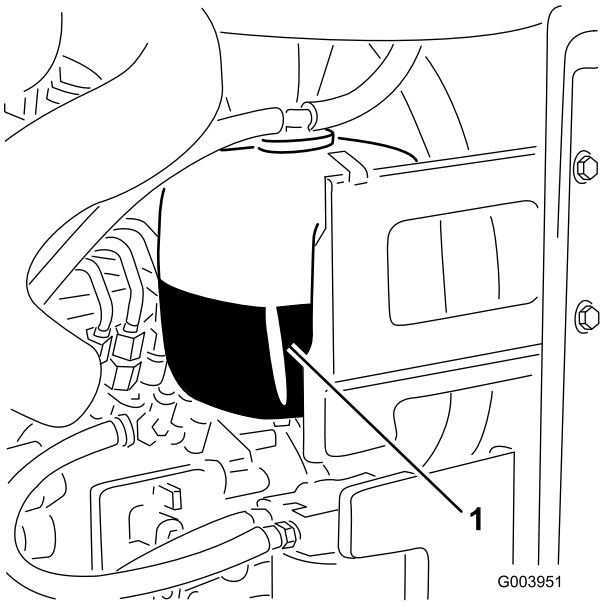

Figur 31
1. Kontrollera kylvätskenivån i expansionstanken (Figur 31).